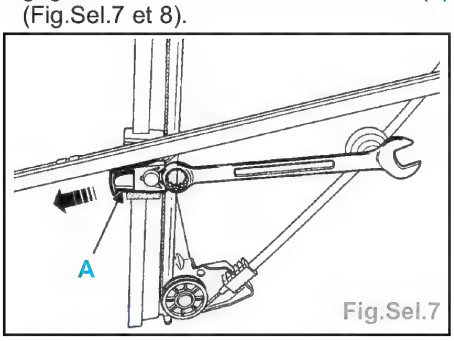

Fig.Sel.7
- Oter la fourchette de fixation (A) et dégager la vitre de l'axe du chariot (1) (Fig.Sel.7 et 8).